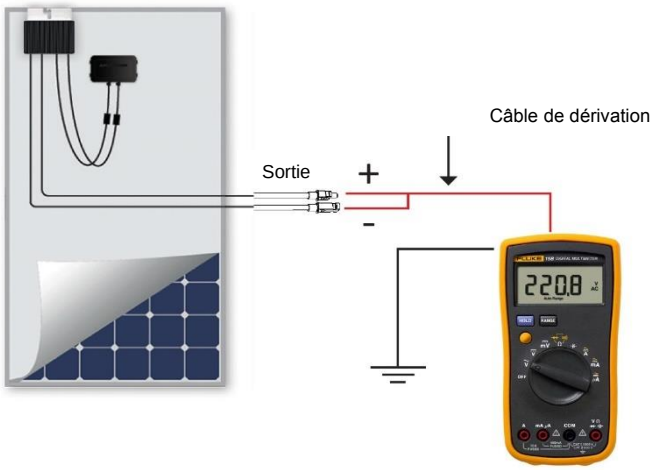

Figure 3 : Connexion du testeur d'isolement à l'optimiseur de puissance et au module
5. Testez la résistance *des optimiseurs de puissance et des modules* à l'aide du testeur d'isolement (voir Figure 3) :